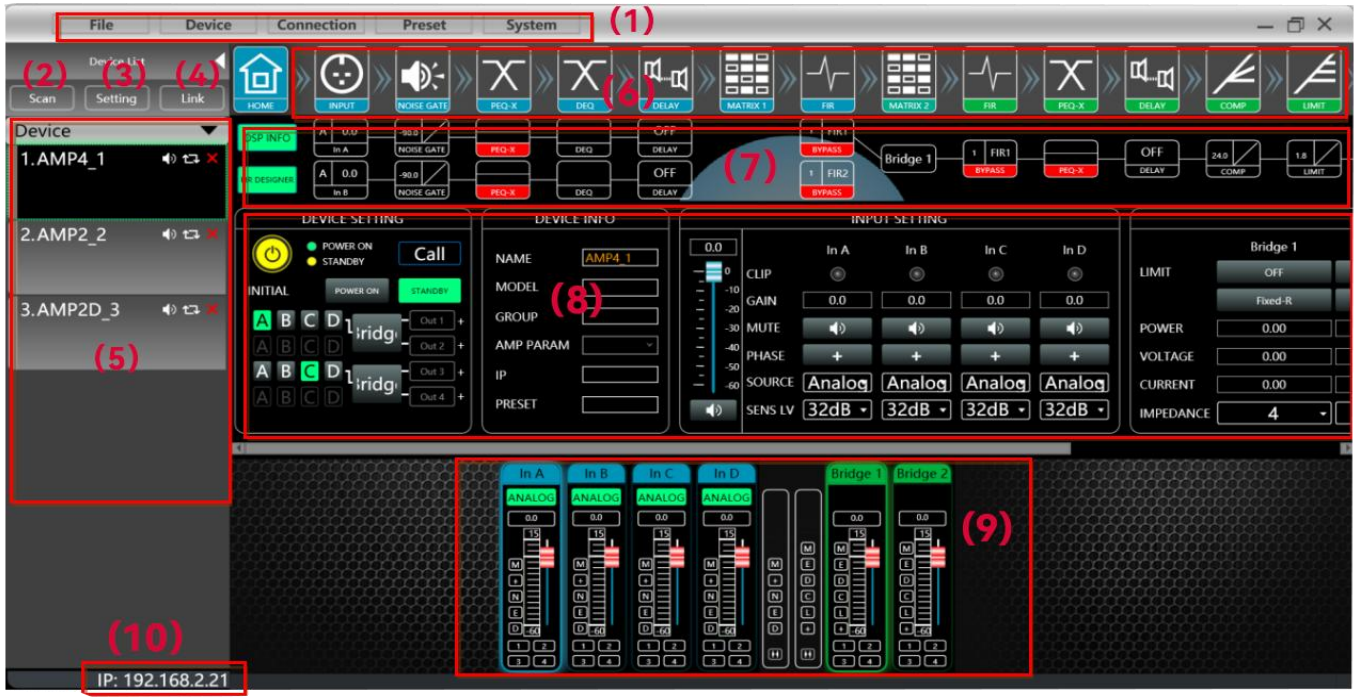

Figure 1.2
The explanation refer to the Figure 1.2
6.1 Initial Interface Introduction referring to the above (8) in Figure 1.2
6.2 Menu Bar Introduction referring to the above (1) in Figure 1.2